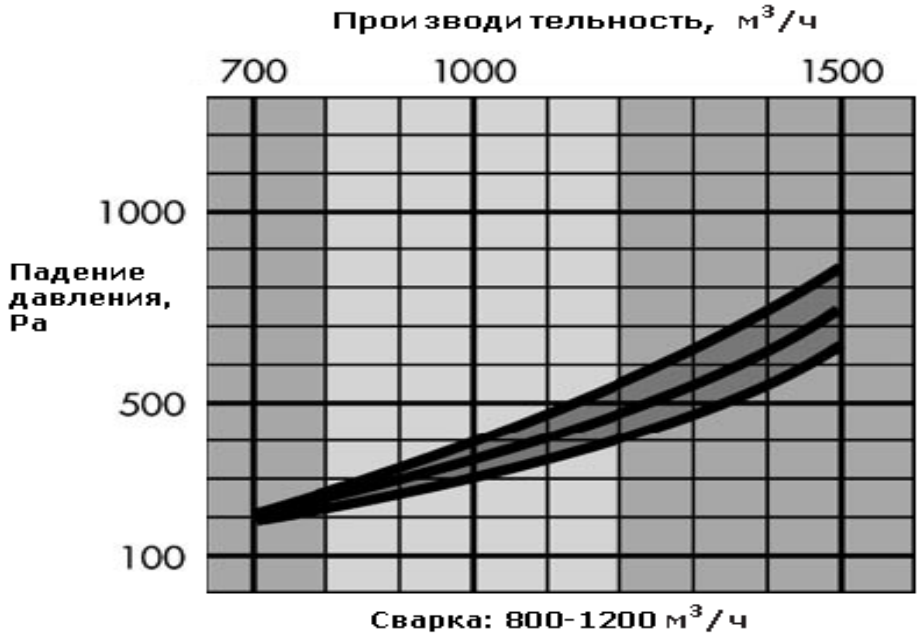

Рис. 5
9.1 График потери давления устройством LM 2 приведен на Рис. 5.